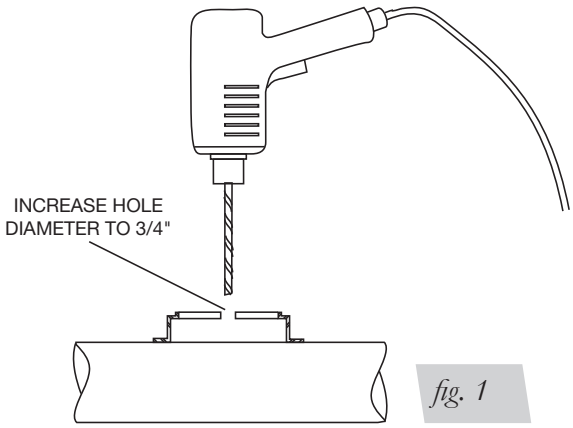

fig. 1
4. A 3/4” access hole must be made for the valve stem. Using the template on the last page, cut out the circle which best fits your model to center punch the lower spring seat for the hose/stem access. Drill a 3/4” hole, or enlarge the existing hole, in the center of the lower spring seat. Option: you can drill the hole out to 1/2” and grind larger as previously suggested. Remove all burrs and sharp edges (Fig. 1).